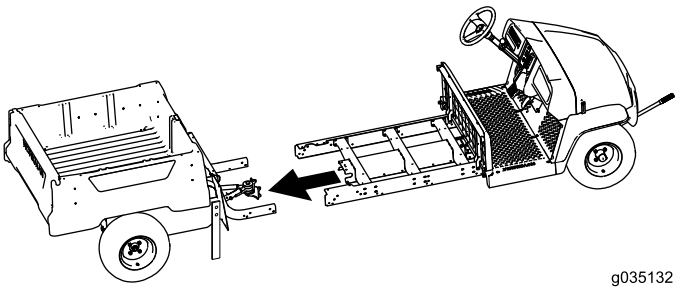

Figura 75
7. Solicite la ayuda de otra persona para que le ayude a juntar las secciones delantera y trasera de la máquina (Figura 75).